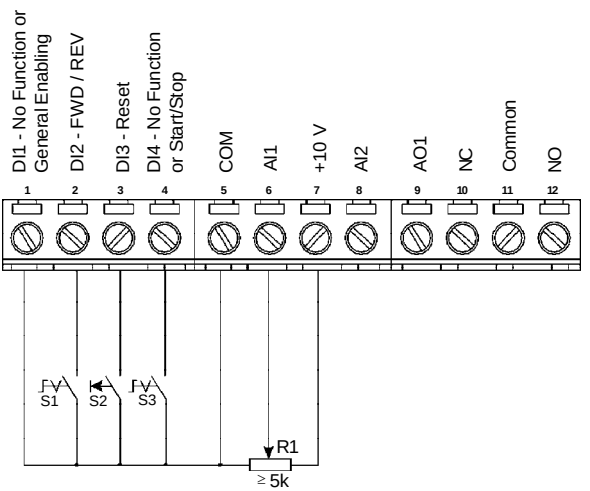

Figure 3.16 *- XC1 wiring for connection 2*
The figure 3.16 shows the inverter terminal connection for this type of driving.
- ☑ The frequency reference can be sent via AI1 analog input (as shown in figure 3.16), via keypad HMI-CFW08-P, or via any other source (as described in the parameters P221 and P222).